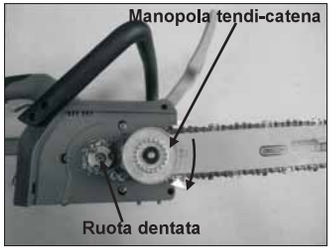

Fig.2C Fig.2D
5. Inserire la catena nell'alloggio della barra di guida, accertandosi che i denti siano rivolti nella direzione indicata dalla freccia sulla barra di guida (Fig.2C).